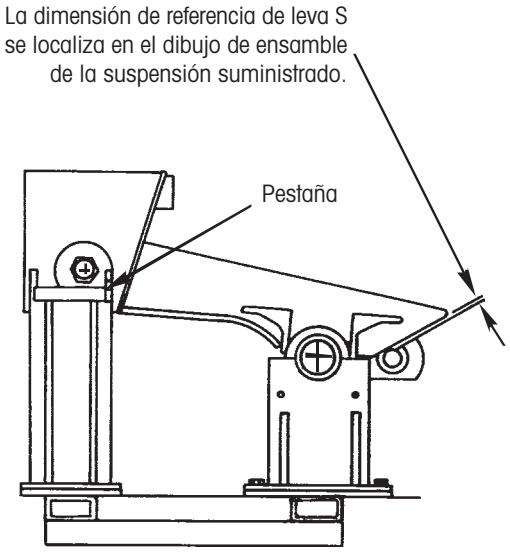

Figura 82. Alterando el dispositivo para serie "T"
2. Corte la "pestaña" vertical de los soportes para percha como se muestra (Figura 82).